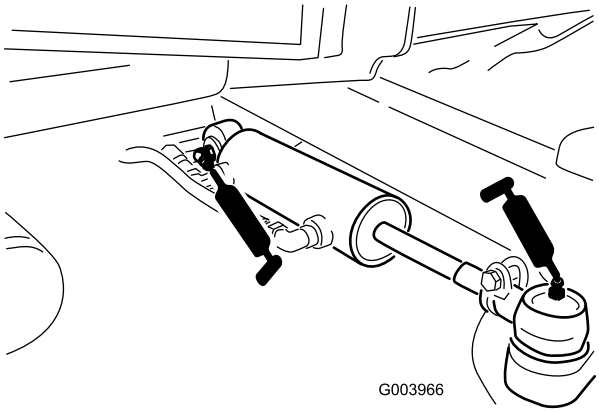

**Figur 51**
- Styretøjscylinderens kugleled (2) (Figur 51)